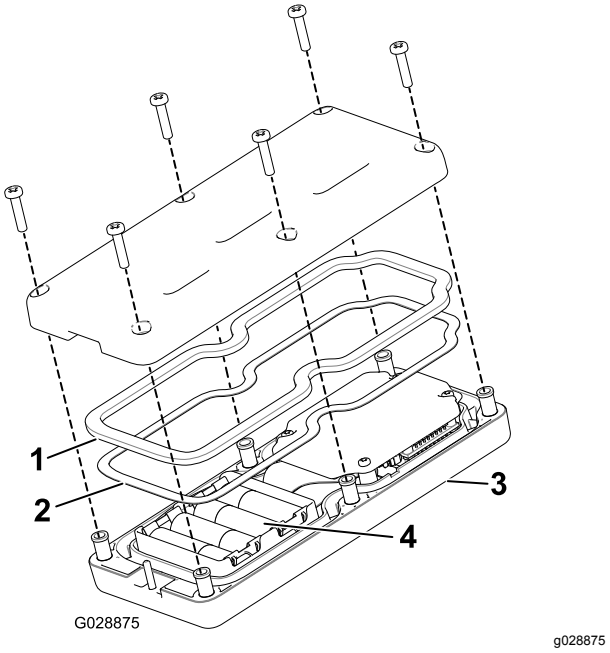

Rysunek 18
2. Zamontuj baterie w gnieździe ze stykami, dbając o odpowiednie umieszczenie biegunów. Na uchwycie wytłoczona jest biegunowość każdego zacisku (Rysunek 18).
3. Upewnij się, że uszczelka stalowa oraz uszczelka gumowa są osadzone w rowku w obudowie pilota zdalnego sterowania i załóż z powrotem pokrywę tylną (Rysunek 18).
4. Zamocuj pokrywę za pomocą 6 śrub (Rysunek 18), a następnie dokręć je momentem od 1,5 do 1,7 N·m.